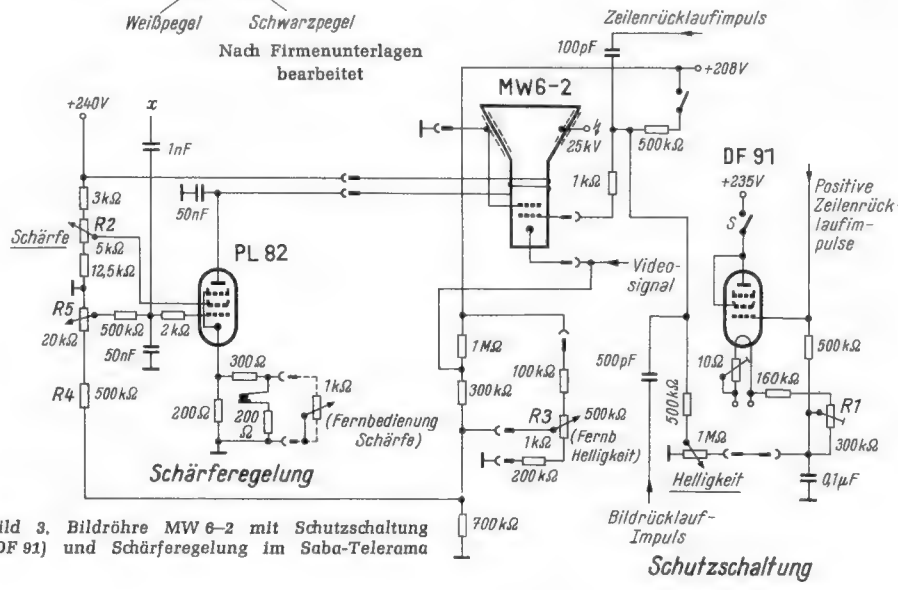

Bild 3. Bildröhre MW 6–2 mit Schutzschaltung (DF 91) und Schärferegelung im Saba-Telerama
Deren Arbeitsweise kann aus *Bild 3* entnommen werden. Sie wird von einer als Triode geschalteten Batterie-Pentode DF 91 dargestellt, die als „Sicherung" für die Bildröhre MW 6–2 dient, indem sie diese vor Beschädigung des Leuchtschirmes schützt. Diese Projektionsröhre hat eine so hohe Fleckleistung, d. h. eine so große Leuchtschirmbelastung, daß stets eine Mindestschreibgeschwindigkeit eingehalten werden muß. Andernfalls brennt der Fleck auf dem Leuchtschirm ein.
In Bild 3 ist ferner die Schärferegelung der Bildröhre mit Hilfe der stark gegengekoppelten und in ihrem Innenwiderstand erhöhten Pentode PL 82 erkennbar, in deren Anodenkreis die Fokussierungsspule liegt. Diese Schaltung verhindert Änderungen des Erregerstromes durch Widerstandsänderungen der Erregerspule bei Schwankung der Temperatur. Für die Regelung der Schärfe von Hand dient das Potentiometer R 2 (5 kΩ).
Anode und Schirmgitter der Taströhre PCL 82 in Bild 1 sind über einen Kondensator von 1 nF mit dem Steuergitter der Endpentode PL 82 in Bild 3 verbunden. Auf diese Weise wird in die Schärferegelung eine gegenläufige Modulation eingeführt, und zwar gegenläufig zu der sich in vertikaler Richtung über den Bildschirm ausbildenden Änderung der Strahlschärfe, die wiederum eine Folge der in dieser Schaltung gewählten Trapezentzerrung ist.
b) Erdfeld. Über den Einfluß des erdmagnetischen Feldes weiß der Praktiker in der Regel wenig. Dieses Feld läßt sich durch drei Größen gemäß *Bild 3* definieren: Deklination δ; Inklination i und Intensität $\mathfrak{H}$.